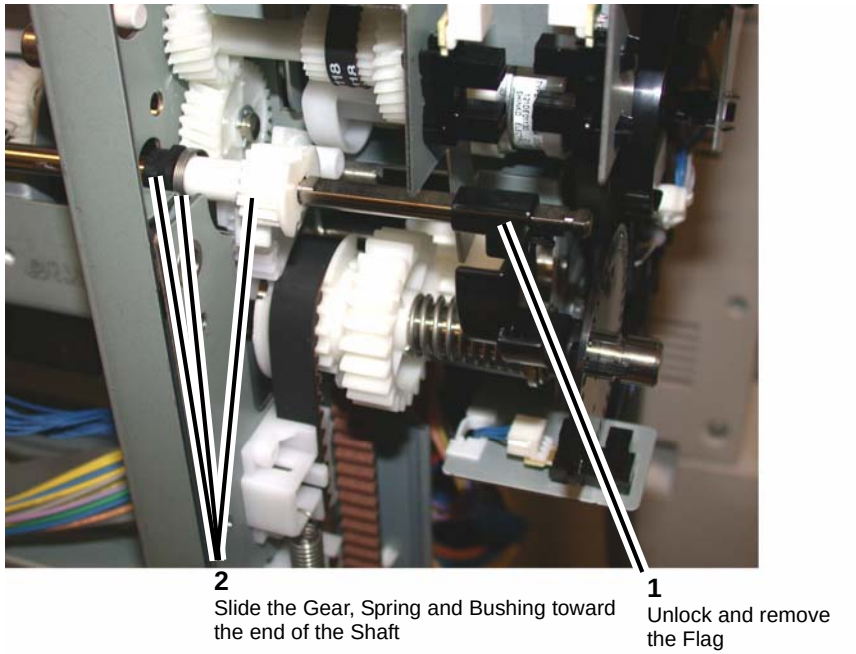

Figure 8 Preparing to remove the Set Clamp Shaft
17. Slide the Gear, Spring and the Bushing away from the frame (Figure 8).